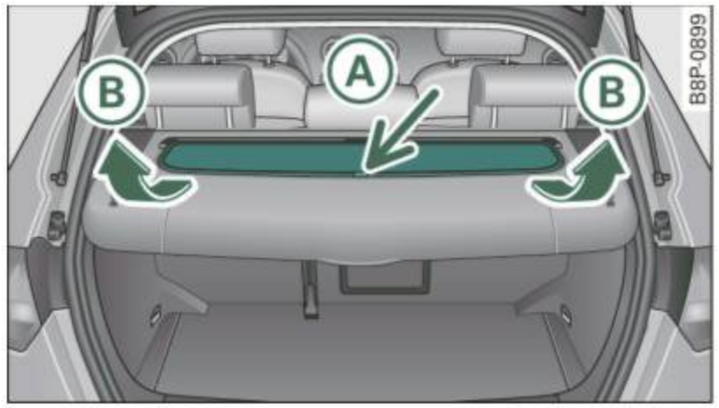

Fig. 59 Sun blind in retracted position
– Take the sun blind out of its bracket ⇒ fig. 59 (A).
– Guide the extended sun blind in the direction of the arrow (B), so that it does not fly up.